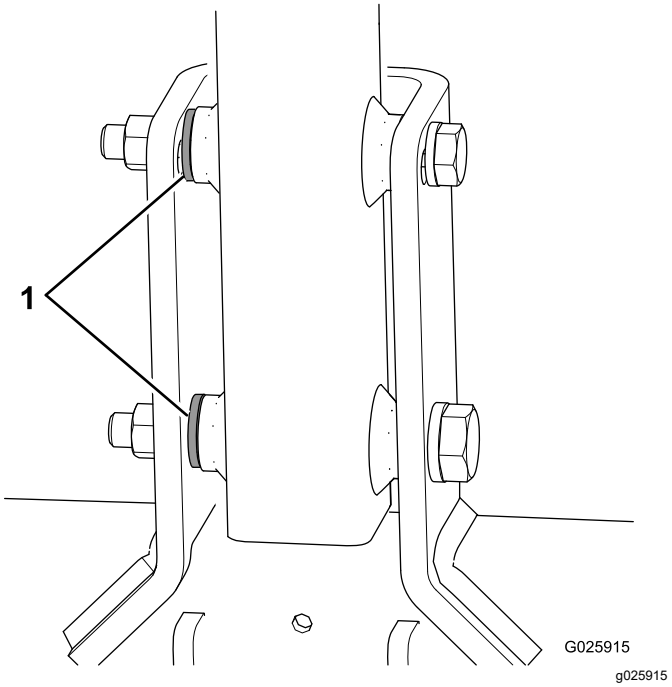

Figur 6
- Hvis din maskine fås med en tredje spændeskive til hver bolt, skal du bruge disse spændeskiver som afstandsbøsninger mellem bugsertrækket og indvendigt i bugsertrækkets aksebeslag (Figur 6).